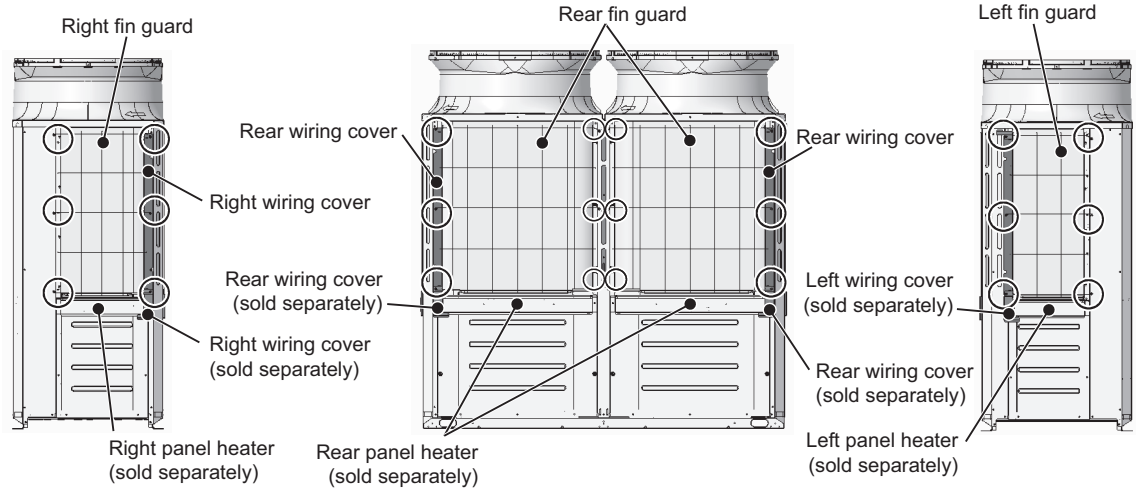

Figure 6 Right Figure 6 Rear Figure 6 Left
(8) Remove the fin guards and wiring covers from the right, left, and rear of the unit casing. (24 screws as shown in Figure 6.)